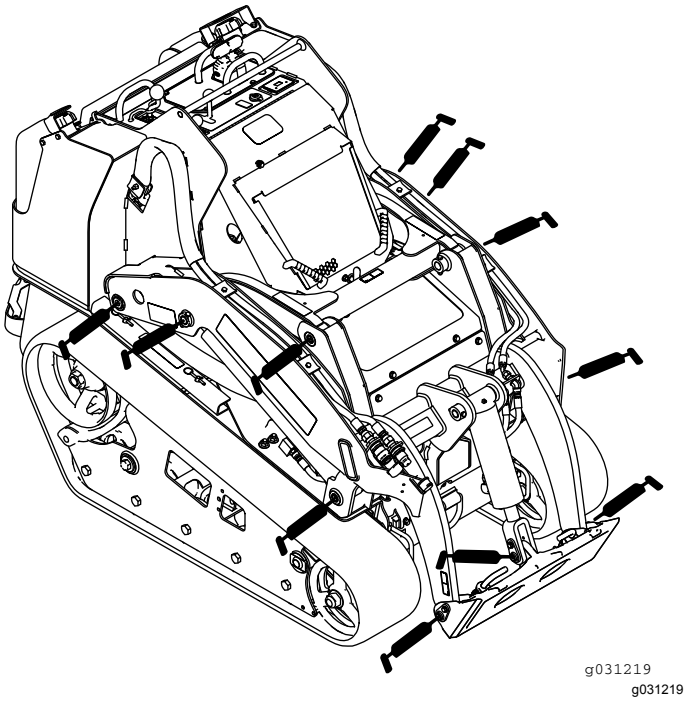
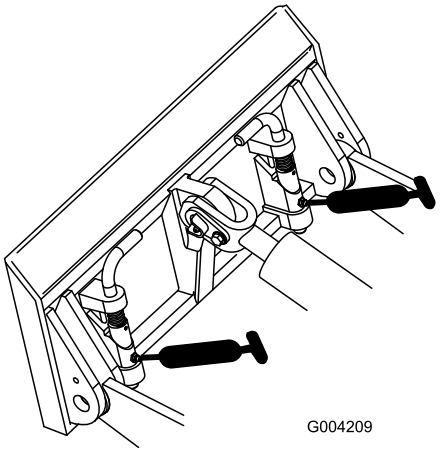
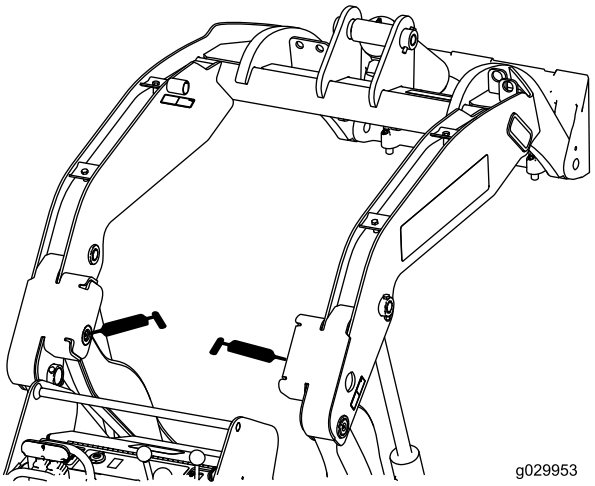

Figuur 38
Figuur 39
Figuur 40
4. Sluit een smeerpistool aan op elke smeernippel (Figuur 38, Figuur 39 en Figuur 40).
Opmerking: Breng de armen van de lader omhoog voordat u de smeernippels smeert in Figuur 40.